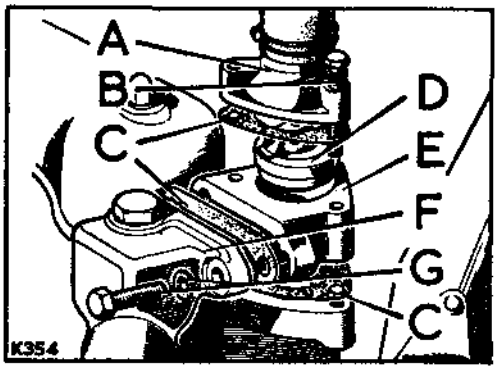

**Fig. A1-46. Thermostat housing fixings**
3. Assemble the outlet pipe and joint washer to the thermostat housing. Fit all fixings and connect the coolant hoses, referring to Fig. A1-46.